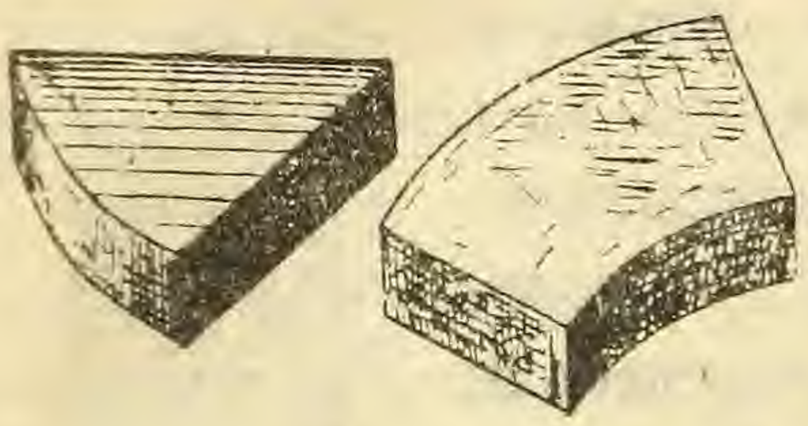

Рис. 422.
3) *Лекальный* — употребляется на кладку колонн и дымовых труб (рис. 422).